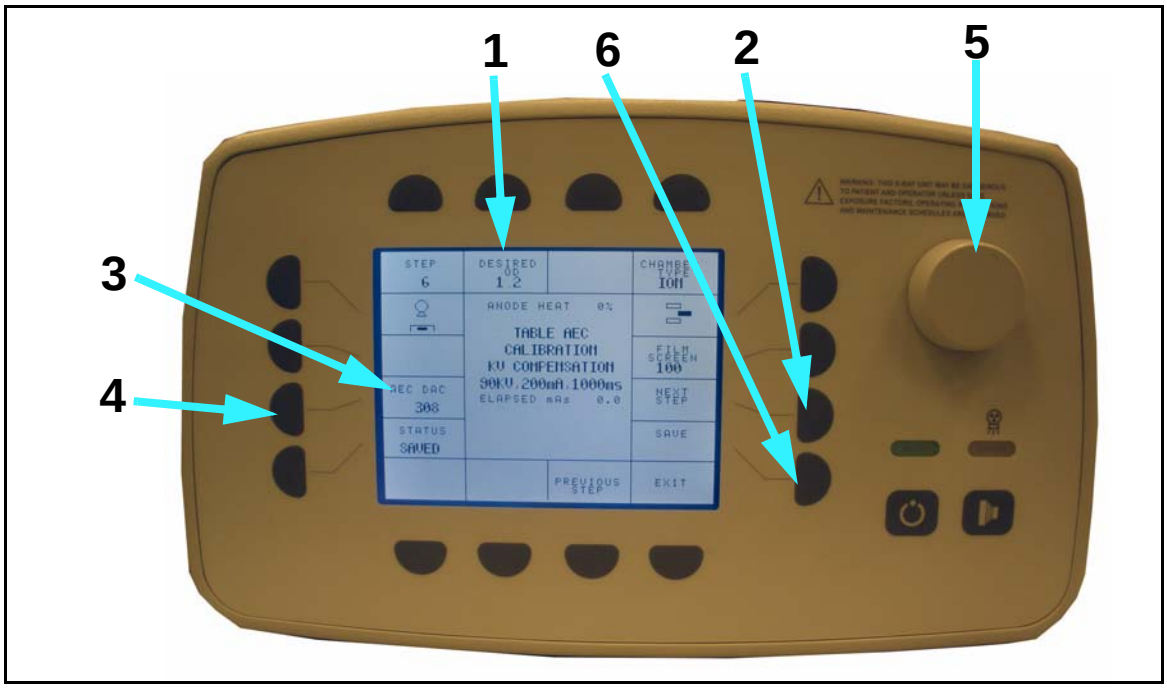

Figure 5-30. Step 6 Screen
33 If optical density is within 5% of DESIRED OD (1 in Figure 5-30), press next step button (2) and skip to step 35 of this procedure.